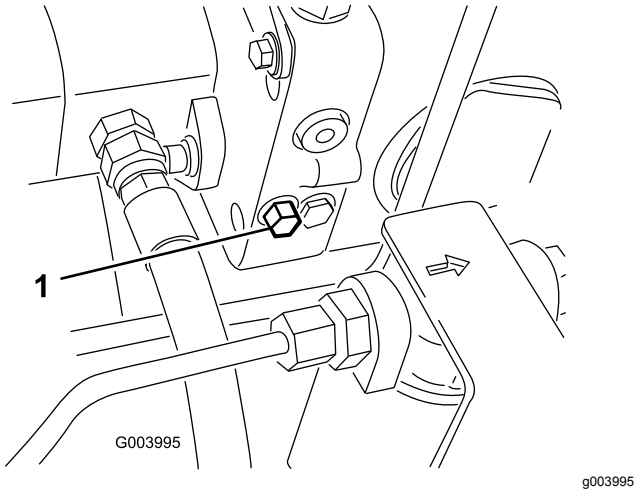

Figur 56
1. Vri omløpsbolten halvannen omdreining for å åpne den, og la oljen gå utenom internt (Figur 56).